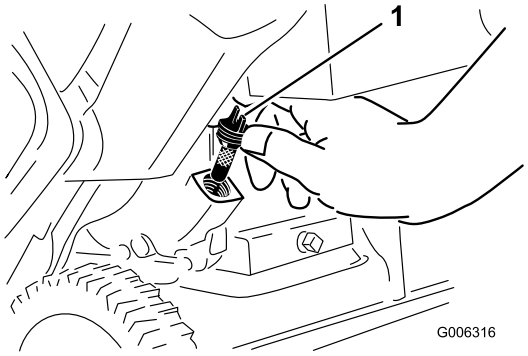

Figur 26
6. Rengör runt oljepåfyllningslocket (Figur 26).
7. Skruva loss oljepåfyllningslocket och ta bort det (Figur 26).